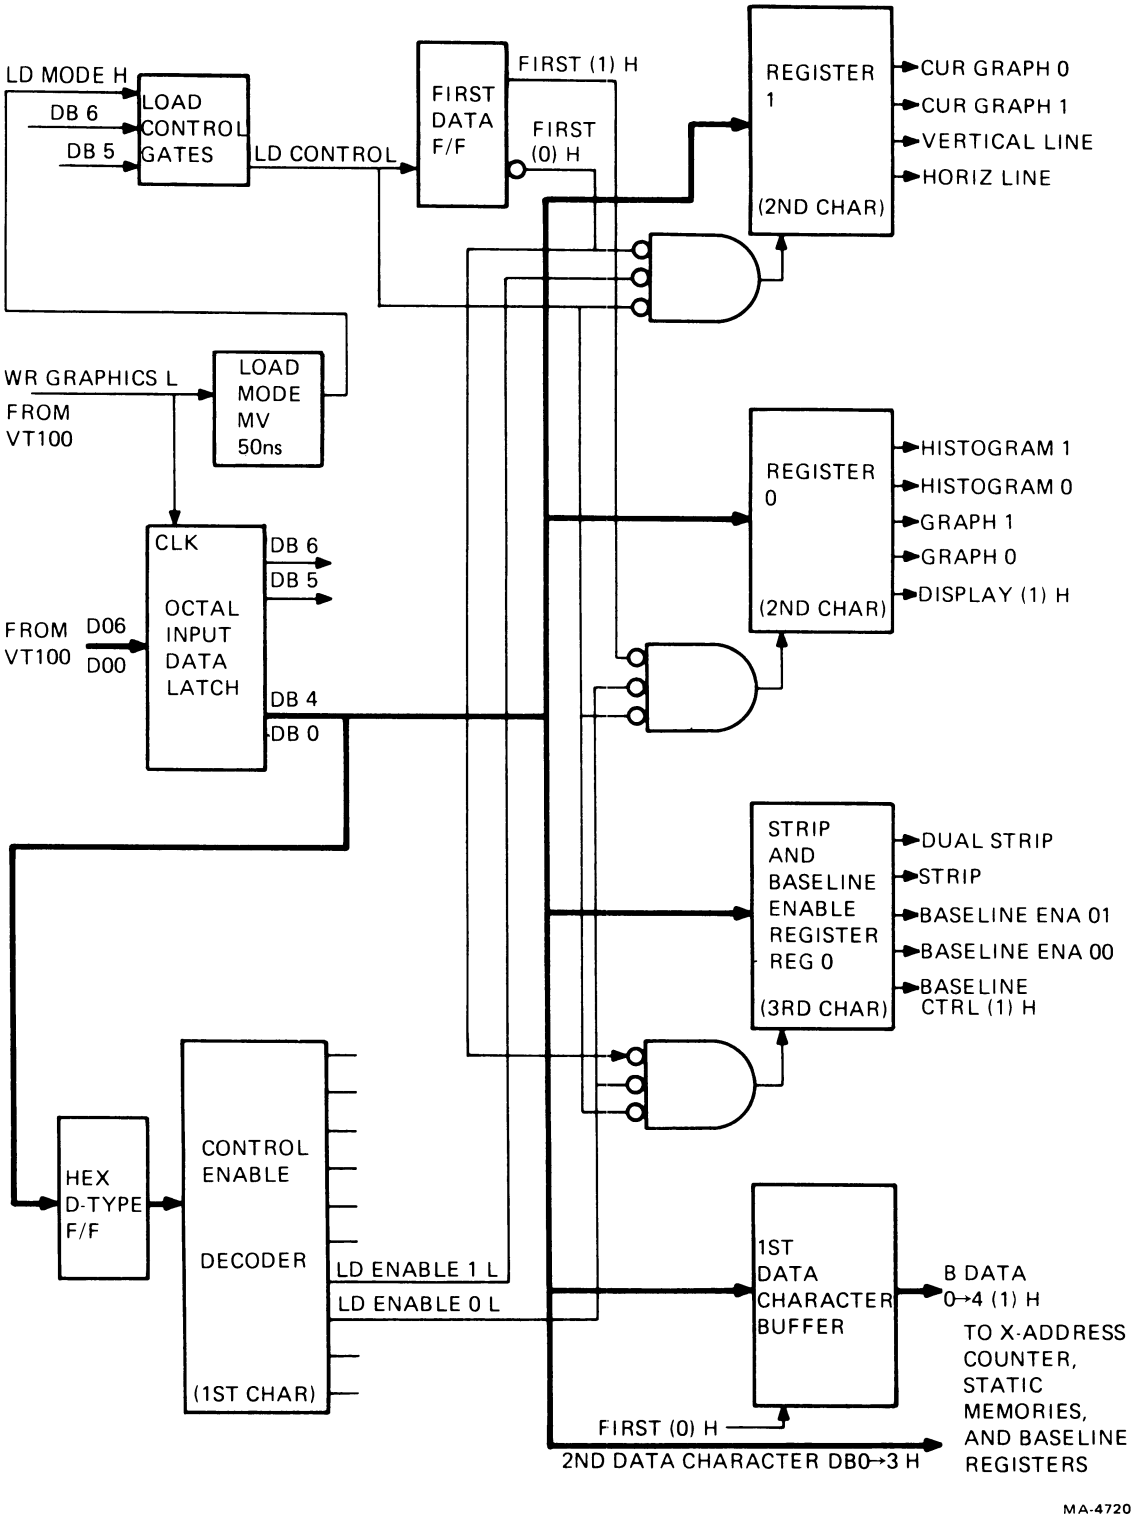

Figure 6-18 Loading the Registers
6.4.1.7 Establishing Desired Display – Selecting the desired graph, shading the graph, single or dual strip chart operation, and adding vertical and horizontal lines is initially stored in registers, shown in Figure 6-18. The signals LD ENABLE 0 L and LD ENABLE 1 L from the decoder enable register 0 and register 1, respectively. The first data flip-flop monitors the characters to enable the proper register to store the type of graph desired.